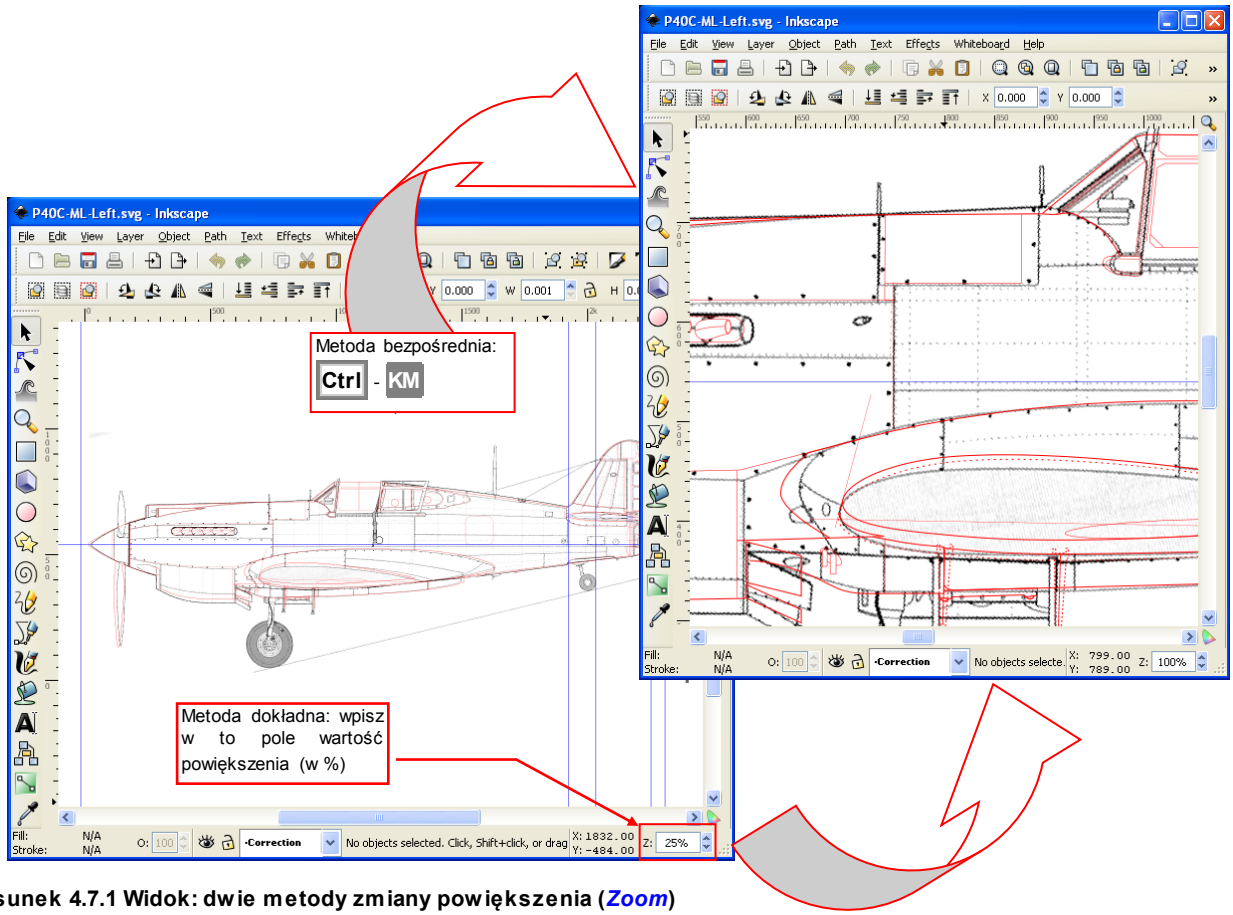

Rysunek 4.7.1 Widok: dwie metody zmiany powiększenia (*Zoom*)
- szybko i mniej dokładnie: trzymając wciśnięty Ctrl i obracając kółkiem myszki (KM);
- dokładnie: wpisując %powiększenia w pole Zoom, u dołu ekranu (Rysunek 4.7.1);